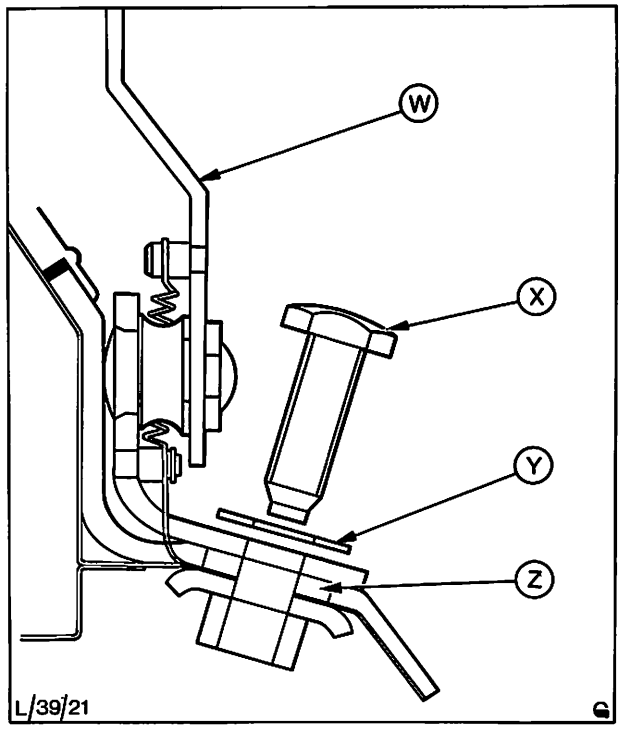

Abb. 22 Federbelastete Halterung komplett – „B"-Säule unten
3. Befestigungsbolzen und Beilagscheiben von der federbelasteten Halterungsvorrichtung, an der das Gurtende befestigt ist, entfernen, Abb. 22. Halterung und Sicherheitsgurt komplett entfernen.